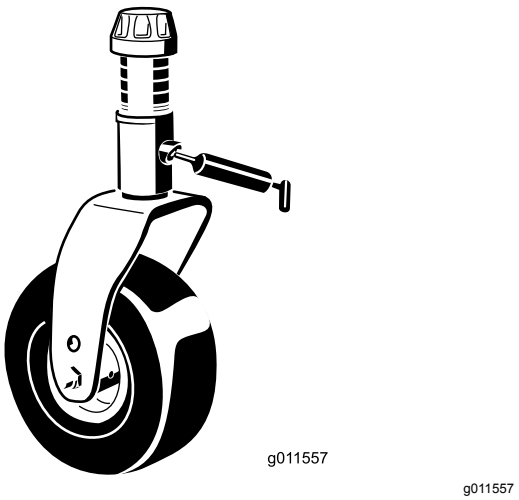

Figuur 70
- Lagerbus van as van zwenkwielvork (1) (Figuur 70)
- Lagerbussen van draaipunt van arm van spanpoelie (1) (onder de arm van de spanpoelie)